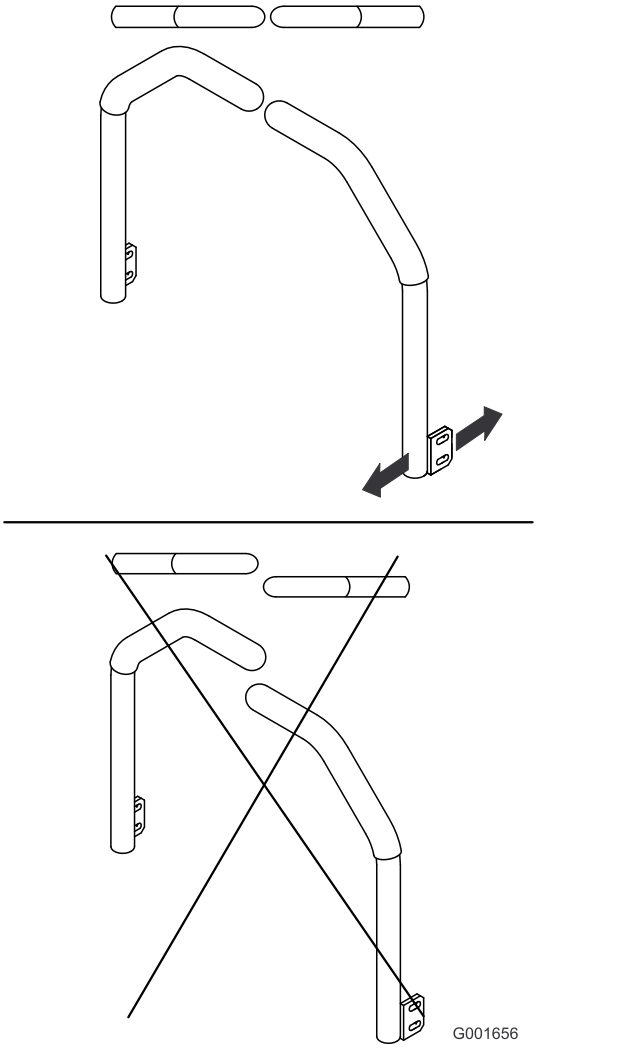

Figura 56
5. Regolate le leve di controllo in modo che siano allineate e serrate i bulloni, fissando le leve alle colonne (Figura 56).